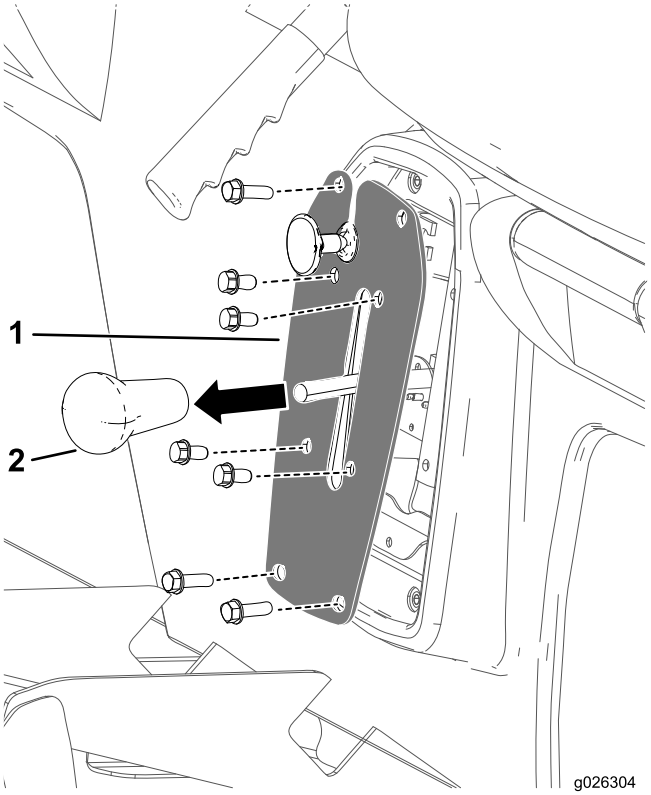

Figuur 49
1. Verwijder de knop van de schakelhendel (Figuur 49).
2. Verwijder de 4 bouten waarmee de schakelhendelplaat is bevestigd aan de schakelbeugel (Figuur 49).
3. Verwijder de 4 bouten waarmee de schakelhendelplaat is bevestigd aan de stoelbasis en verwijder de schakelhendelplaat (Figuur 49).
4. Schroef de knop van de schakelhendel handmatig vast (Figuur 49).